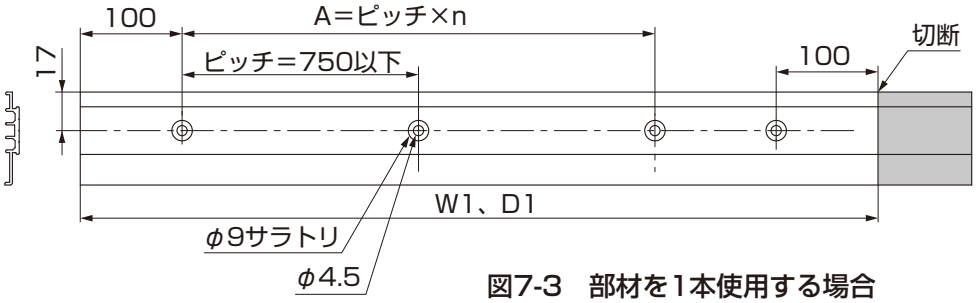
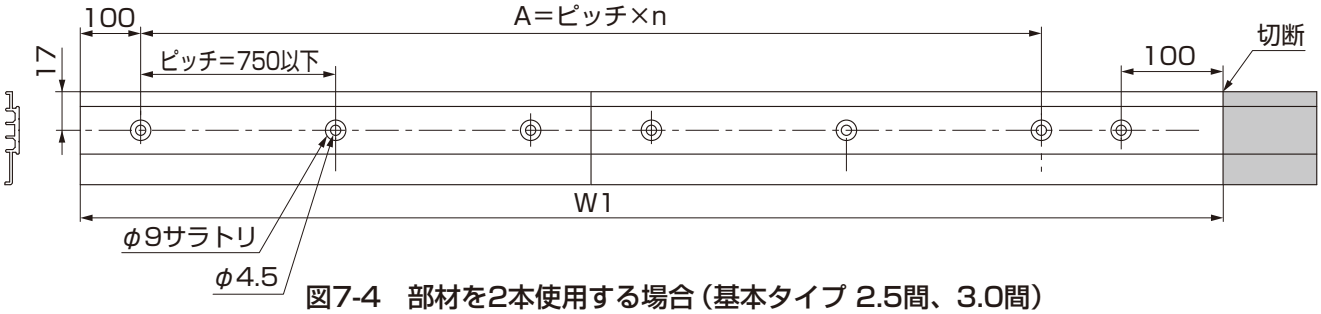

図7-3　部材を1本使用する場合
図7-4　部材を2本使用する場合（基本タイプ 2.5間、3.0間）
②正面側の下レールをW1で切断してください。（図7-3参照）
●基本タイプ 2.5間、3.0間の場合、W1は2本での合計となります。（図7-4参照）
④側面側の下レールをD1で切断してください。（図7-3参照）
⑤下レールに穴加工、サラトリをしてください。（図7-3、図7-4参照）